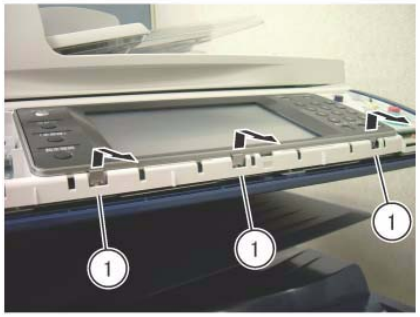

Figure 6 Remove the Overlay Cover
10. Remove the Overlay Cover. (Figure 6)